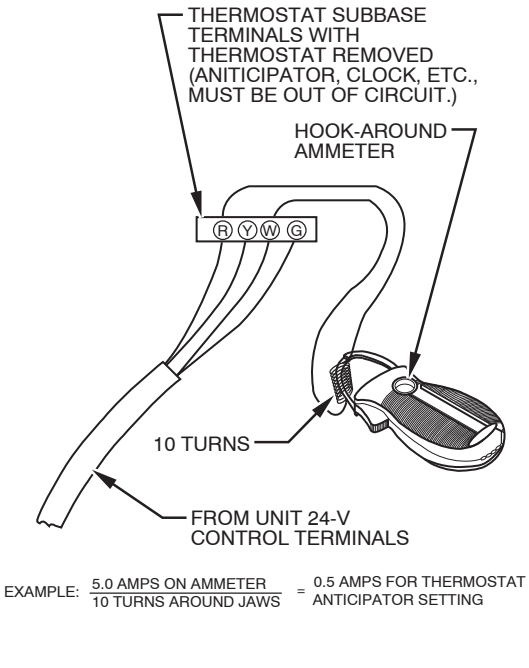

Fig. 55 - Amp. Draw Check with Ammeter
c. Connect an amp. meter as shown in Fig. 55 across the R and W subbase terminals or R and W wires at wall.